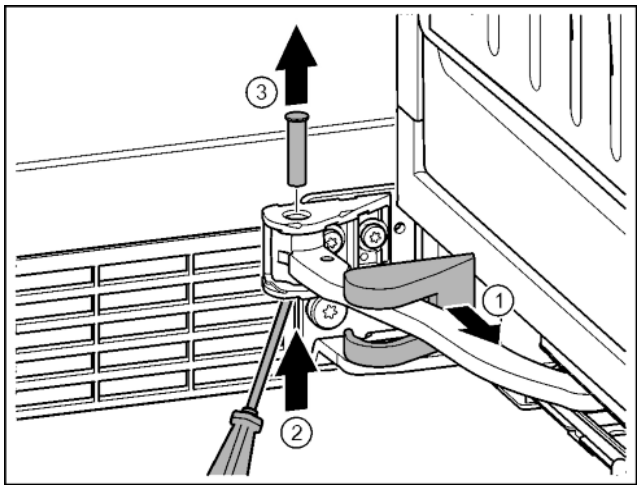

Fig. 19
▶ Retirer le cache du support de palier et le déplacer le long de l'articulation. *Fig. 19 (1)*
▶ Soulever par le bas le boulon avec un doigt ou un tournevis. *Fig. 19 (2)*
▶ Placer le tournevis sous la tête du boulon et le sortir. *Fig. 19 (3)*